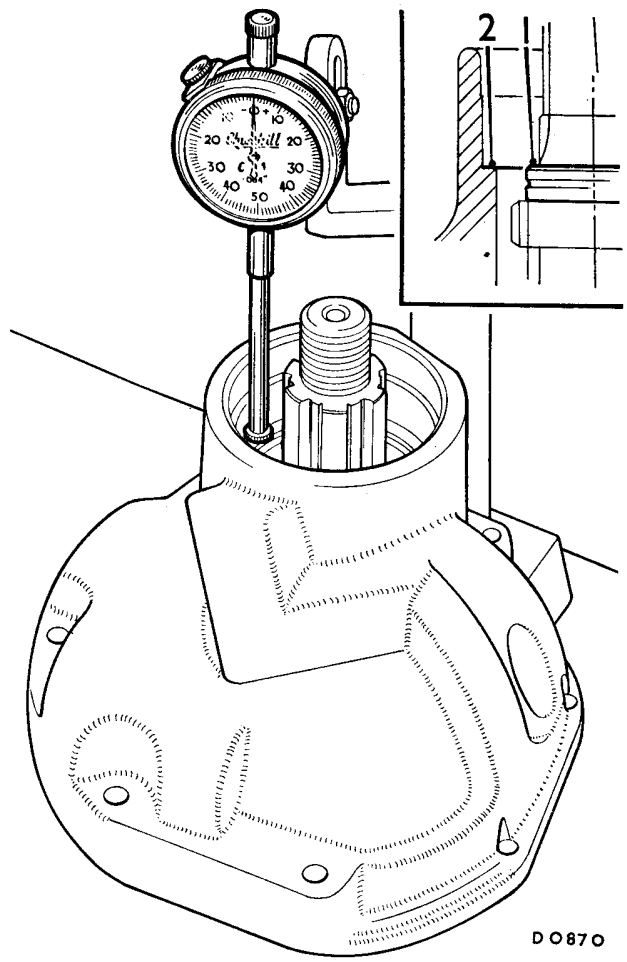

Fig. Fc.12
a. Using dial gauge 18G 191, take a reading from the rear face of the selective washer (Fig. Fc.12).